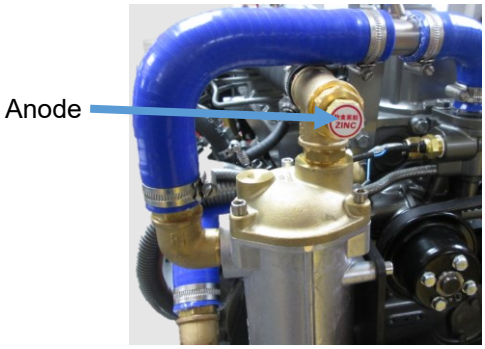

Figure 20: Work Boat Anode Location
- The anode is located in the “T” fitting on top of the engine at the front facing forward (**Figure 20**).